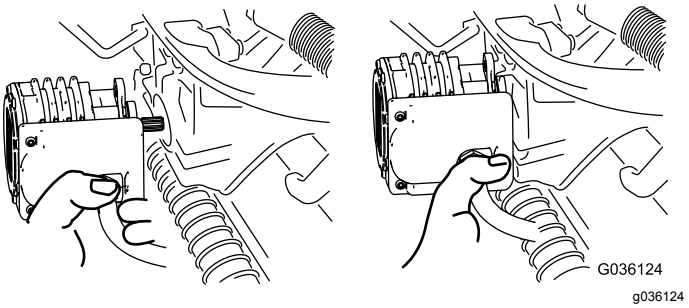

Figur 35
4. Flytt motoren til lagringsplassen foran på hjulopphengsarmen (Figur 35).